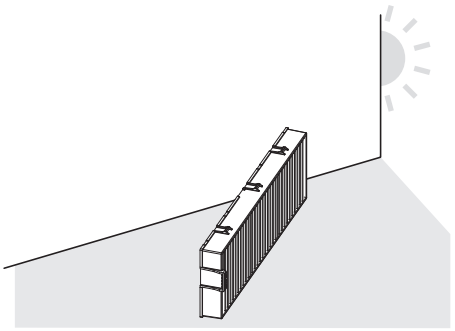

Fig. 2
2) Seque la unidad de filtro de aire. (Fig. 2)